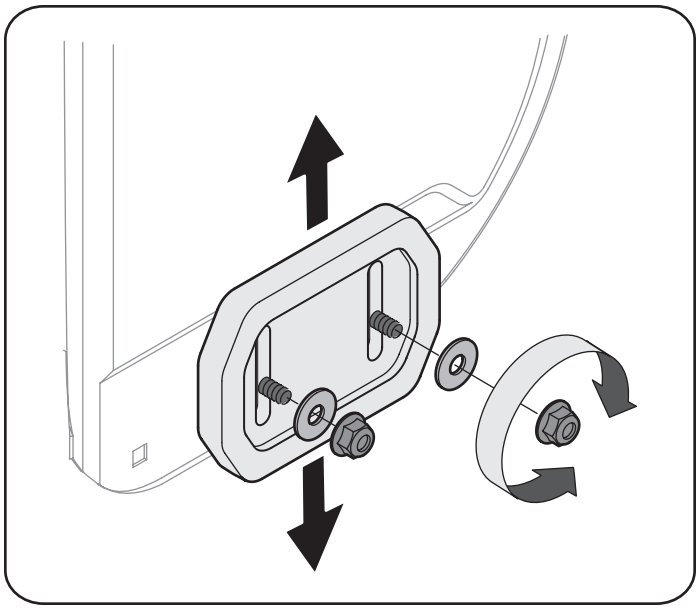

Figura 13
1. Afloje las cuatros tuercas hexagonales (dos en cada lado) y los pernos del carro. Mueva las zapatas antideslizantes a la posición deseada. Vea la figura 13.